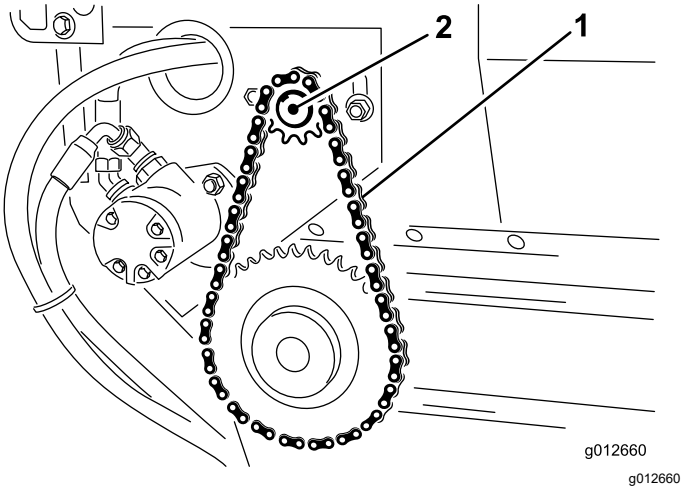

**Figur 24**
3. Løsne bolter og mutre som fester motor- og drevenheten til hovedrammen (Figur 24).
4. Roter motor- og drevenhet (Figur 24) i monteringssporene til båndkjedet gir etter 3,2 mm.
5. Stram monteringsboltene (Figur 24).